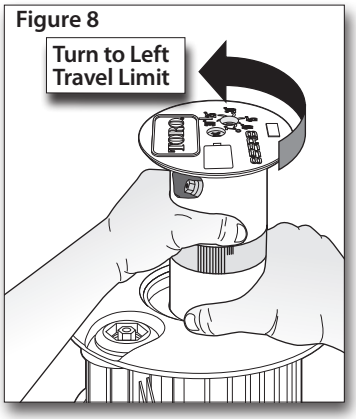

Figure 8
2. Slowly rotate the nozzle turret back and forth to locate the current left and right travel limits. Leave the nozzle turret rotated to the left travel limit. See **Figure 8**.